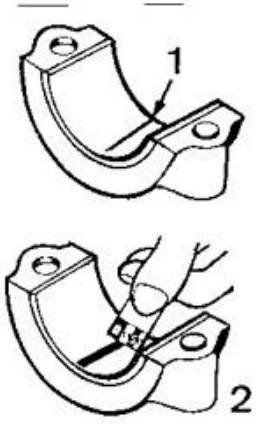

FIG. 29
2) Couper un brin de Plastigage de longueur adéquate et le poser sur le tourillon en évitant de le mettre sur un orifice du circuit de graissage (fig. 29, repère 1).
5) En s'aidant de l'échelle imprimée sur l'emballage du Plastigage, chercher quel segment de l'échelle a la même largeur que celle du brin aplati et déterminer le jeu correspondant (fig. 29, repère 2).